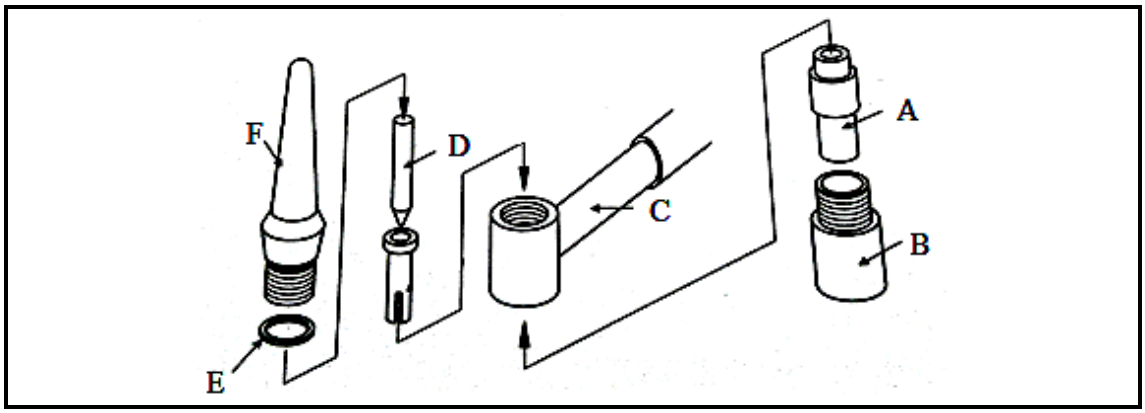

**FIGURE 4**
8.3 FIGURE 4 shows a gas tungsten arc welding torch.